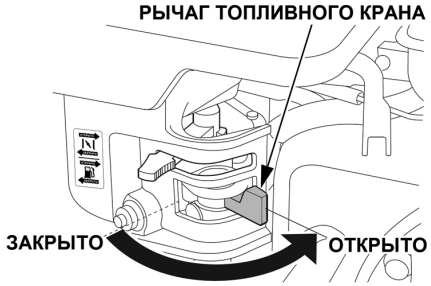

Рис. 13 Рычаг топливного крана
3. Откройте топливный кран переводом рычага вправо (Рис. 13).